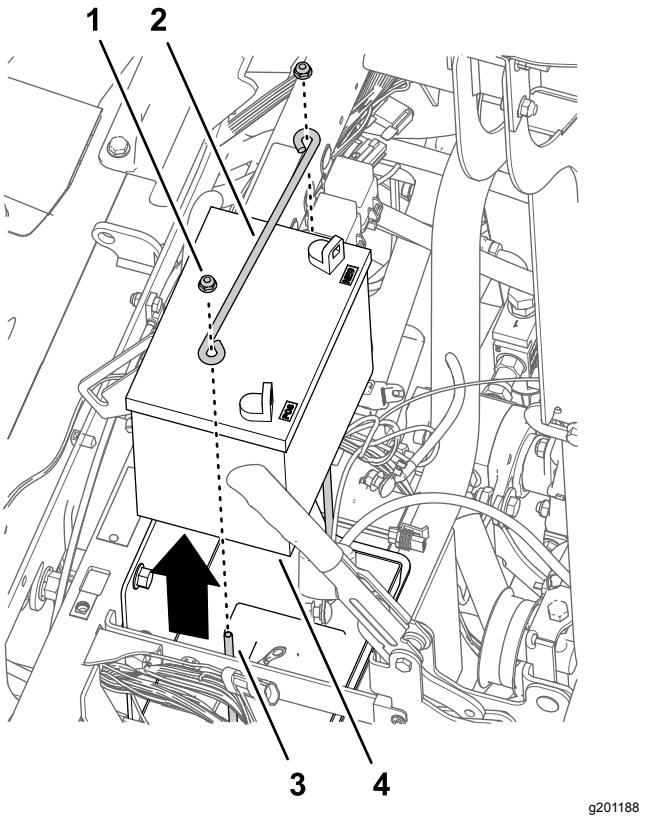

Rysunek 171
4. Załóż na kierownicę (Rysunek 171) osłonę zdjętą w kroku 2 procedury Zdjęcie kierownicy (Strona 78).
1. Odkręć 2 nakrętki kołnierzowe zabezpieczające i pręt przytrzymujący z 2 śrub J mocujących akumulator do wspornika akumulatora maszyny (Rysunek 171).
2. Zdemontuj akumulator z maszyny (Rysunek 171).